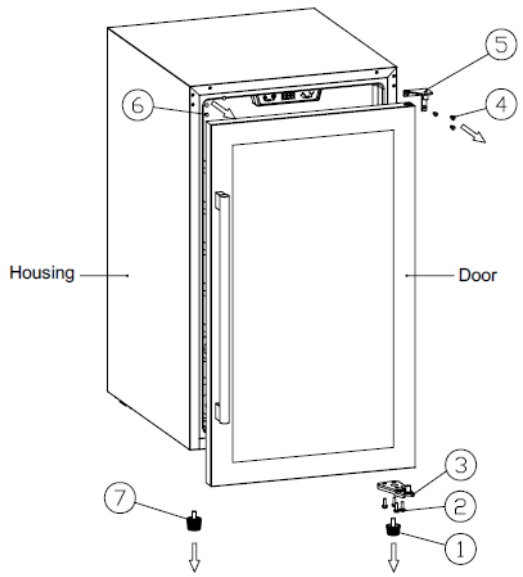

Bilde 1
1. (Bilde 1) Lukk døren.
2. (Bilde 1) Fjern den korte kabinettfoten (1) i nedre høyre hjørne, skru ut skruene (2) og ta av det nedre høyre dørhengselet (3); senk døren litt, ta den så av og legg den til side.
3. (Bilde 1) Skru ut skruene (4) og ta av det øvre høyre dørhengselet (5); fjern hengselhulldekselet (6) i øvre venstre hjørne og kabinettfoten (7) i nedre venstre hjørne.